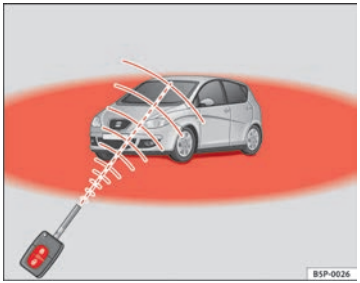

Abb. 63 Wirkungsbereich der Funk-Fernbedienung
- Die Funk-Fernbedienung funktioniert nur, wenn Sie sich im Wirkungsbereich befinden ⇒Abb. 63 (roter Bereich).
- Wird das Fahrzeug mit der Taste (1) entriegelt und innerhalb der nächsten 30 Sekunden keine Tür oder die Heckklappe geöffnet, verriegelt sich das Fahrzeug automatisch wieder. Diese Funktion verhindert ein unbeabsichtigtes dauerhaftes Entriegeln des Fahrzeuges.